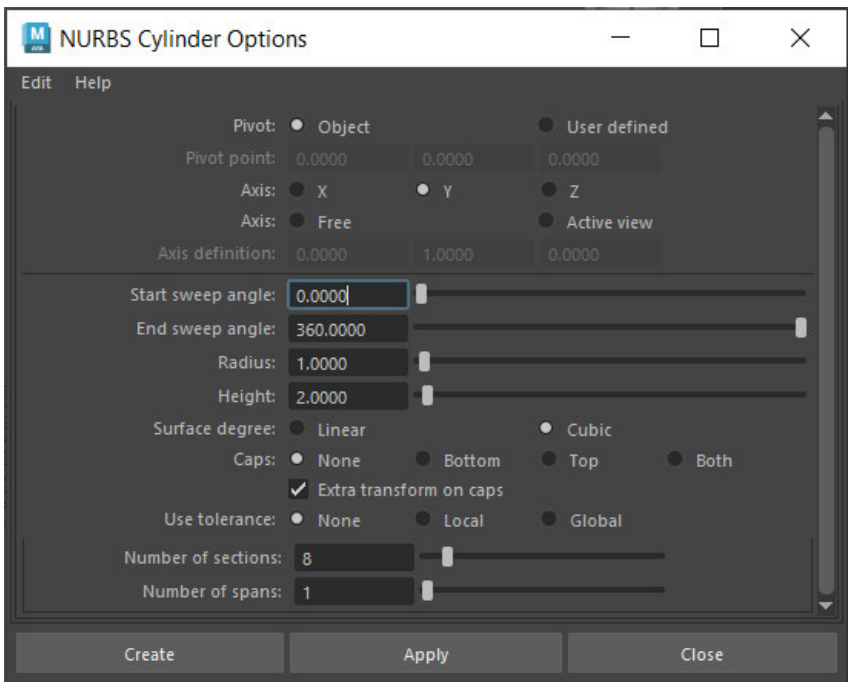

Figure 4-9 *The* ***NURBS Cylinder Options*** *window*
1. Maximize the top-Y viewport and then choose **Create > Objects > NURBS Primitives > Cylinder > Option Box** from the menubar; the **NURBS Cylinder Option** window is displayed on the viewport. Set the values of the parameters, as shown in Figure 4-9.